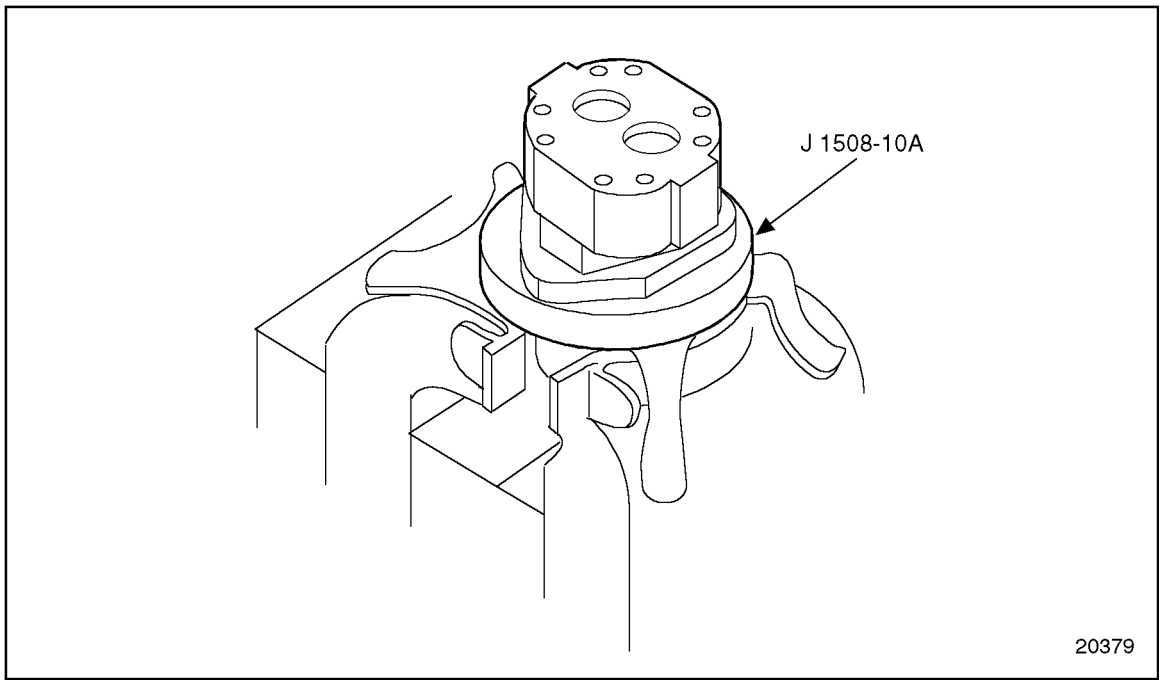

Figure 2-47 Fuel Pump Holding Fixture
8. Position pump on holding fixture, J 38767-1, hub side down. See Figure 2-47.